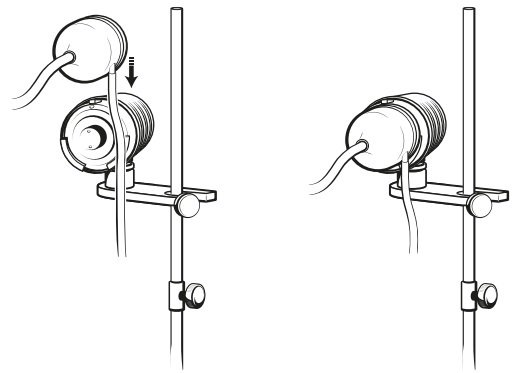

Abbildung 4-3. Installation der Zentrifugalblutpumpe
3. Nehmen Sie die rote Schutzabdeckung ab und setzen Sie die Zentrifugalblutpumpe so in die Aufnahme des Pumpenmotors ein, dass der Auslass nicht senkrecht nach oben weist (Abbildung 4-3). Achten Sie darauf, dass der Verriegelungsstift einrastet.